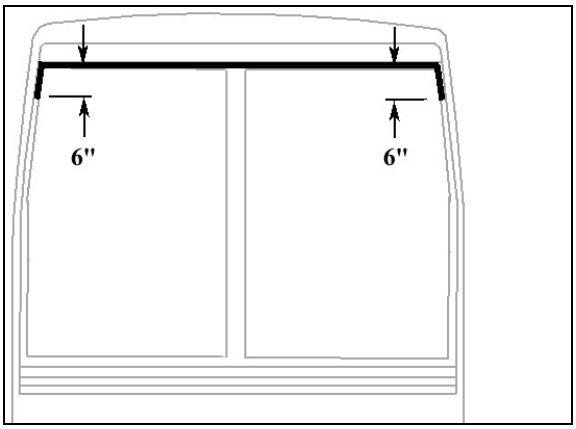

FIGURE 24 : APPLICATION DE SIKA 221 NOIR
- Appliquer du Sika 221 noir (Figure 24) entre la fibre de verre et la pièce extrudée en caoutchouc.